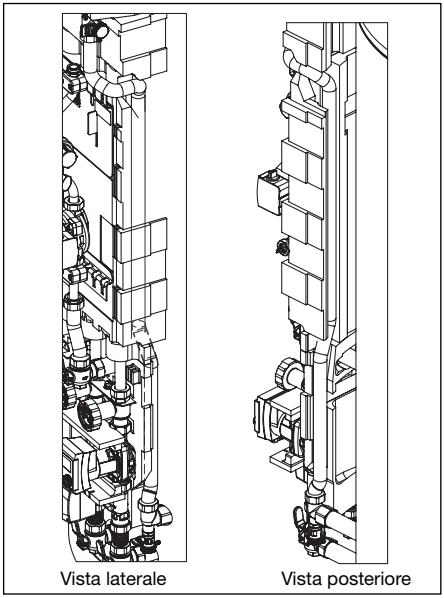

Fig. 21 Montaggio tubo ondulato in metallo per ritorno Gruppo solare
– Accertarsi che il tubo corrugato in metallo sia posato tra l'isolamento del serbatoio e l'isolamento termico del gruppo del circuito di riscaldamento e che sia protetto completamente durante il montaggio del guscio anteriore. (Fig. 21).